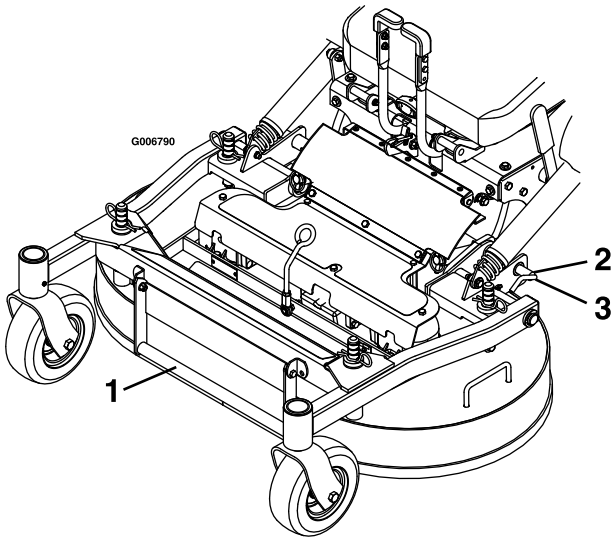

Bild 21
5. Lösen Sie die Arretierbolzen an beiden Seiten des Mähwerks (Bild 21).
4. Drücken Sie die Arretierbolzen des Mähwerks hinein und drehen sie nach vorne, um das Mähwerk in der abgesenkten Stellung zu arretieren (Bild 21).